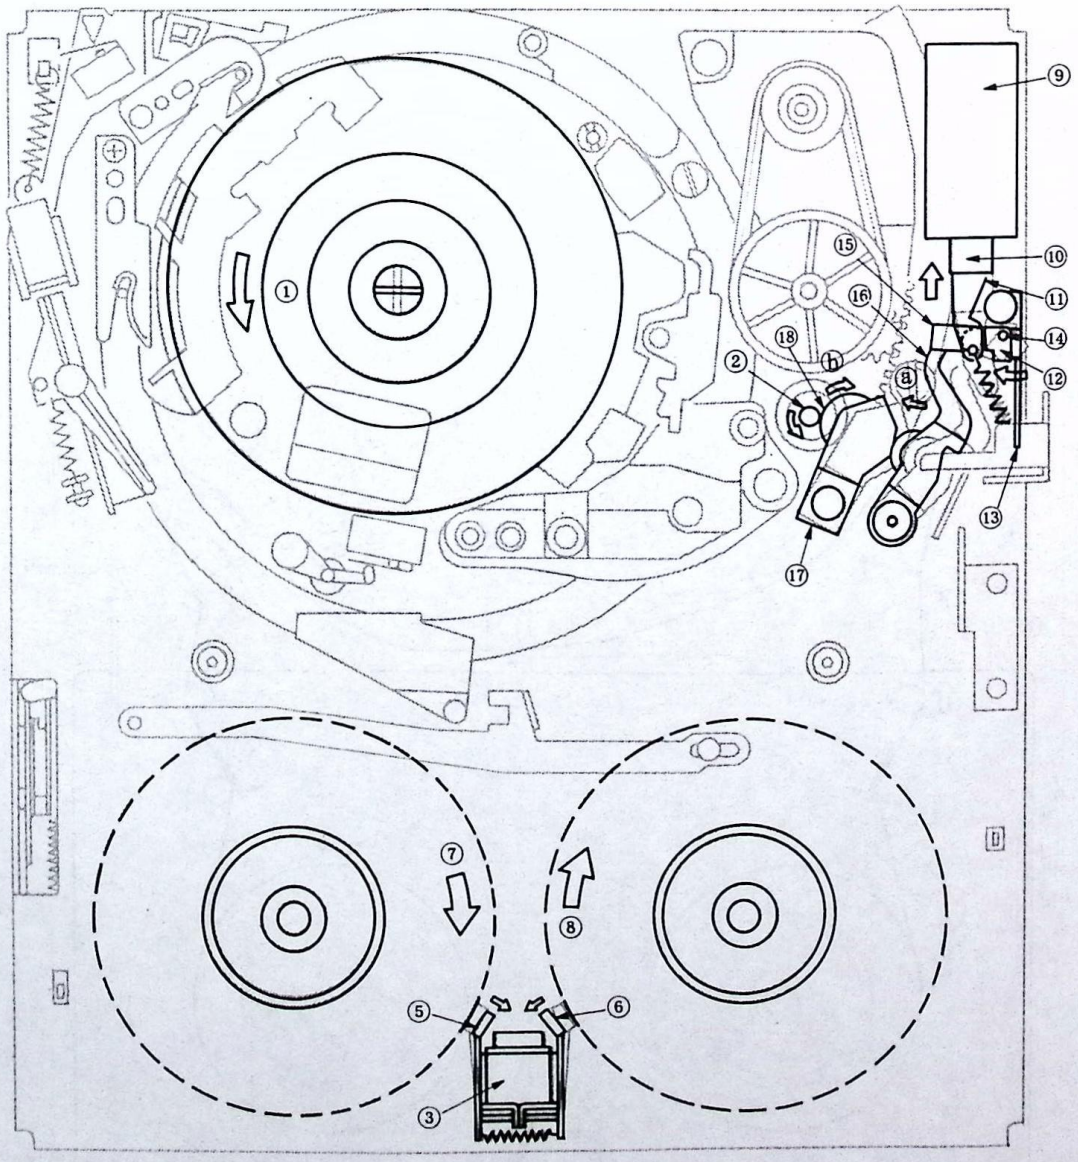

Fig. 5-5.
Fig. 5-5 and 5-6 show the operation of the mechanical section during play. By pressing the play button, the rotary disc assembly (1) of the drum motor rotates in the direction shown. The capstan motor shaft (2) also rotates in the direction shown. The brake solenoid (3) on the reel motor circuit board pulled in the direction shown the brake sues (5), (6) and the brake is released and the S and T reel (7) and (8) start rotaing in the direction shown. When servicing, if there is no cassette installed, the supply motor (7) will be seen to rotate in a direction opposite that of the forward tape direction in order to eliminate tape sag and to maintain back tension. No. 1 guide provides back tension sensing. Refer to the servo section for description. (See Figs. 5-5 and 5-6).